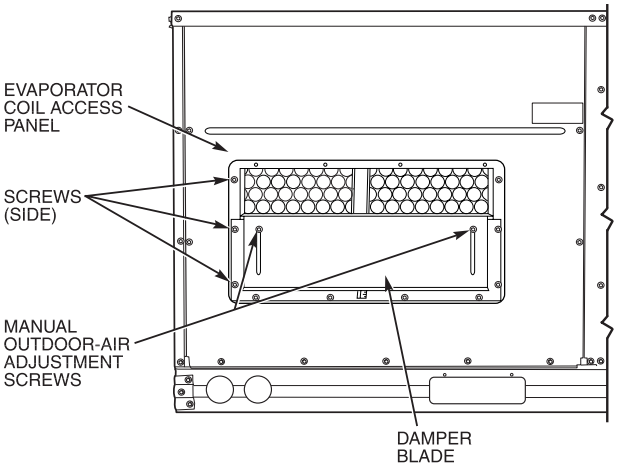
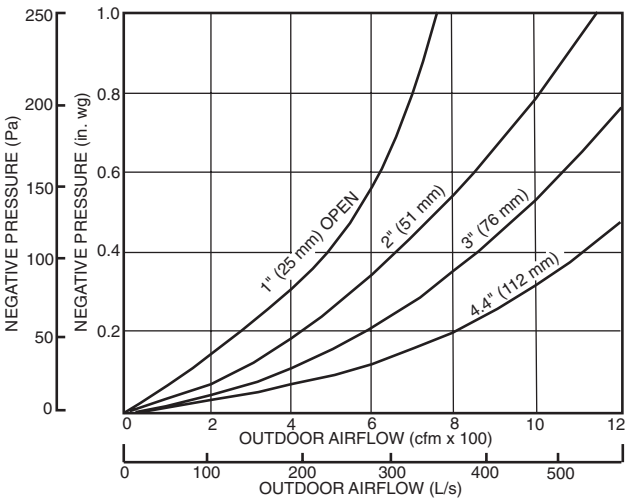

**Fig. 13 — Damper Panel with Manual Outdoor-Air Damper Installed**
**Fig. 16 — Position Setting**
2. Remove and save evaporator coil access panel and screws. See Fig. 13.
8. Adjust minimum position setting of the damper blade by adjusting the 2 manual outdoor-air adjustment screws on the front of the damper blade. See Fig. 13. Slide blade vertically until it is in the appropriate position determined by Fig. 16. Tighten screws.